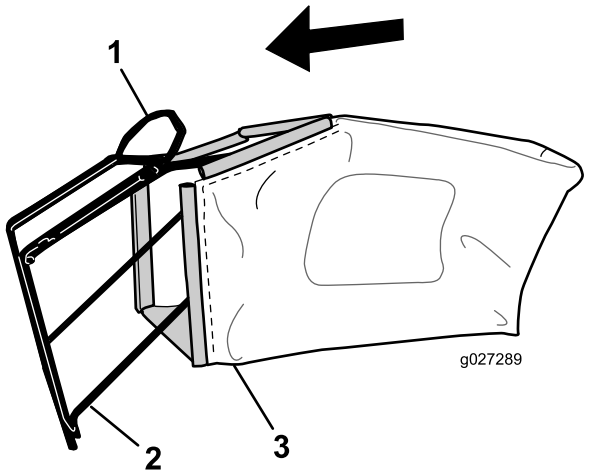

Figuur 8
1. Schuif de grasvanger over het frame; zie Figuur 8.
Opmerking: Schuif de grasvanger niet over de handgreep (Figuur 8).